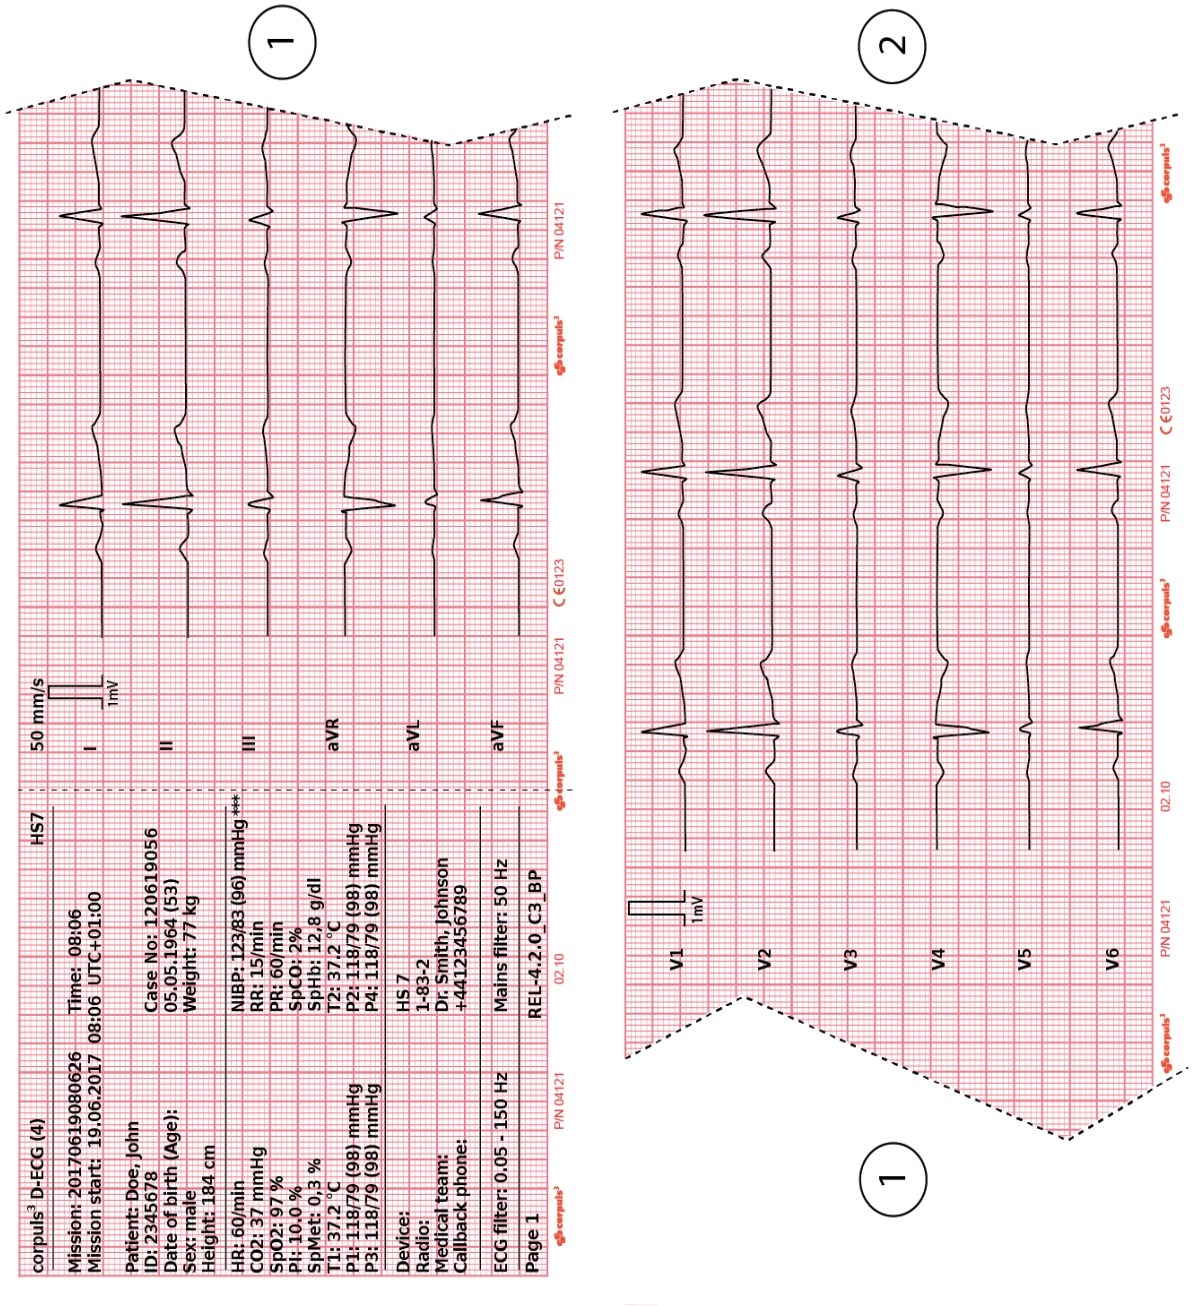

Fig. 6-12 Printout of 12-lead ECG (illustration may differ)
9. With the softkey [Print] the D-ECG is printed out for diagnosis (see Fig. 6-12 Printout of 12, page 121) and with the softkey [Send] it is sent e.g. to corpuls.mission **LIVE**.